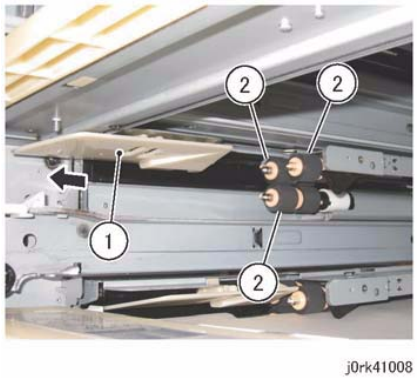

Figure 1 Tray 3 Feed/Retard/Nudger Roll Removal
4. Remove the Tray 3 Feed/Retard/Nudger Roll. (Figure 1)